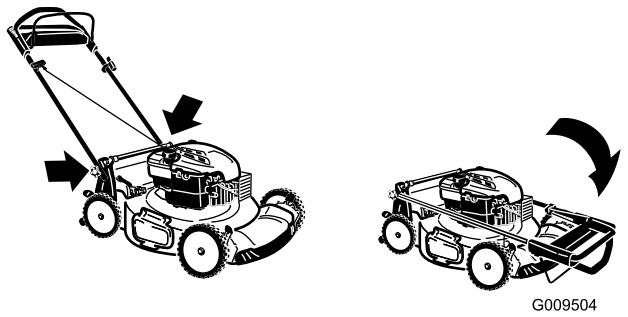

Figure 29
3. Pliez la moitié supérieure du guidon en avant de la manière indiquée (Figure 29).